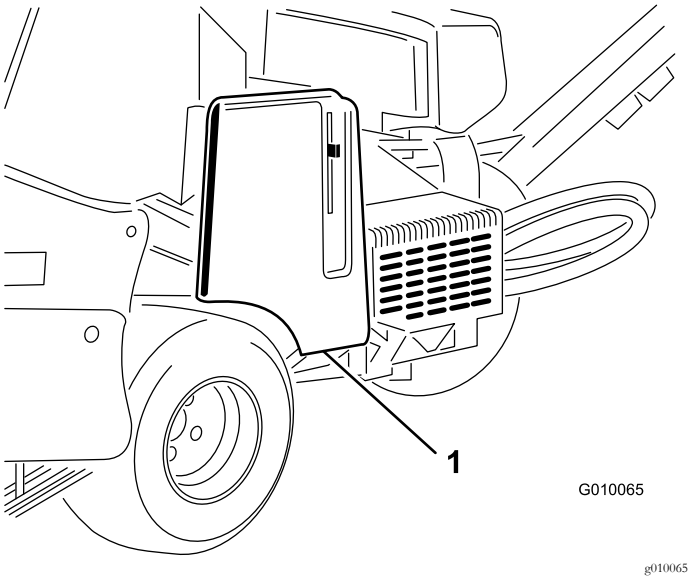

Figur 55
2. Løsn, og fjern remskærmen (Figur 55).